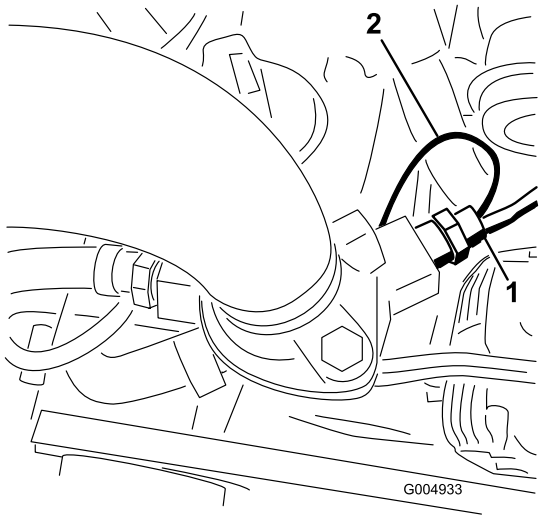

**Rysunek 18**
6. Zamontuj nowy przełącznik dwustykowy do prawej strony obudowy termostatu silnika (Rysunek 18).